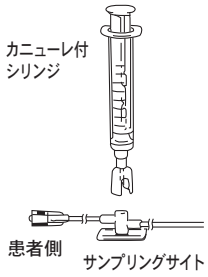

図8
(7)カニューレをZサイトに差し（図8）、必要量の血液をシリンジの中に引きます。